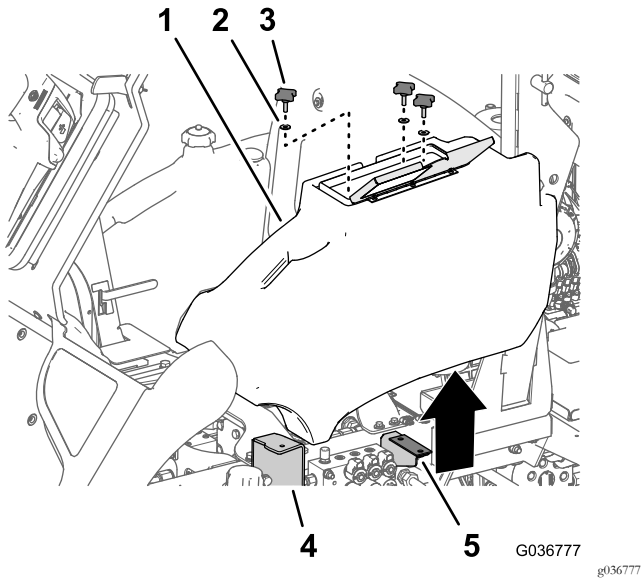

Figure 7
1. Open the cover of the storage compartment (Figure 7).
2. Loosen and remove the 3 knobs and 3 washers that secure the compartment to the flange of the step and the storage-compartment bracket (Figure 7).